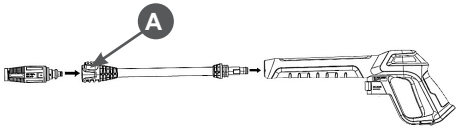

Рис. 3 Установка головки и струйной трубки
3. Установите на струйную трубку головку. Вставьте наконечник головки в отверстие наконечника трубки, при этом кнопка А (Рис. 3) фиксатора наконечника трубки опустится вниз. Поверните головку до совмещения выступа на наконечнике головки и выемки на наконечнике трубки, затем нажмите до щелчка, кнопка фиксатора поднимется в верхнее положение. Присоедините струйную трубку к пистолету (вставьте и поверните).